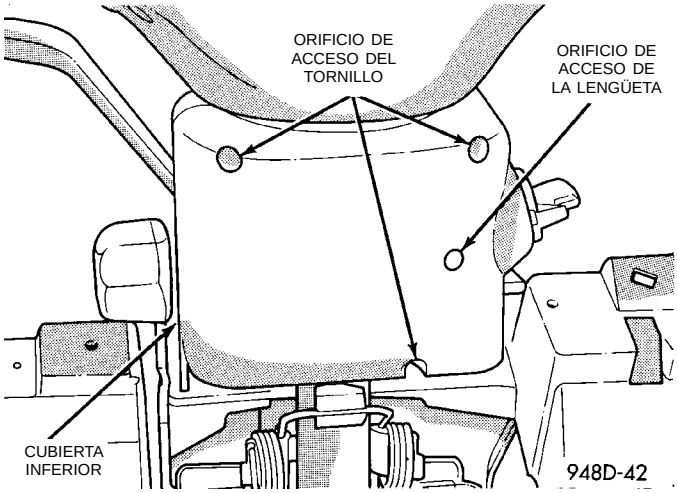

Fig. 14 Orificio de acceso del cilindro de cerradura de la llave en las cubiertas de la columna de dirección
(13) Retire el conjunto del volante de dirección del árbol central de la dirección con el extractor, Herramienta especial C-3428-B o equivalente.
(14) Retire el cilindro de cerradura de la llave de la columna de dirección. El cilindro se retira de la columna de dirección mediante el siguiente procedimiento. Coloque el cilindro de cerradura de la llave en la posición RUN. Luego oprima la lengüeta de retén del cilindro de cerradura a través del orificio en la cubierta inferior (Fig. 14) y retire el cilindro de cerradura de la llave.